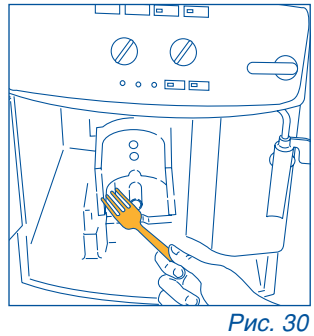
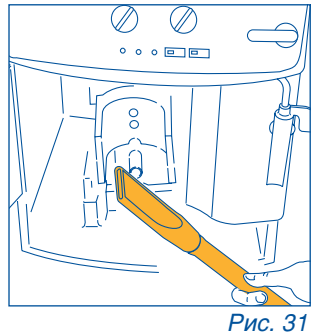

Рис. 30
Рис. 31
- тщательно очистите внутреннюю часть кофеварки. Для того, чтобы удалить кофе, прилипший к внутренней части, соскоблите его вилкой, рис. 30, а затем при помощи пылесоса удалите всю грязь, рис. 31.